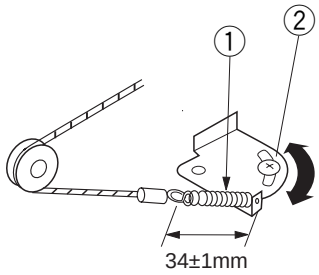

Figure 10-216
Move the tension plate and tighten the screw ② so that the distance across the ends of the cable spring ① is 34 ±1 mm as indicated in Figure 10-216.